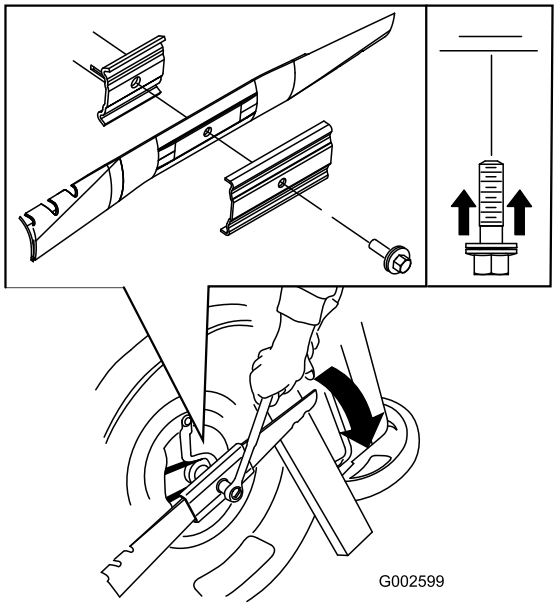

Figure 38
3. Use a block of wood to hold the blade steady (Figure 38).
4. Remove the blade, saving all mounting hardware (Figure 38).
5. Install the new blade and all mounting hardware (Figure 38).